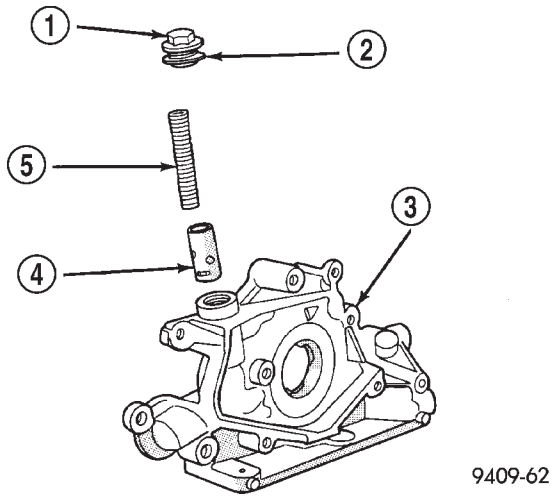

Abb. 116 Überdruckventil
(1) Beim Ausbau des Überdruckventils ist wie folgt vorzugehen:
(2) Verschlußschraube herausdrehen und Dichtring abnehmen (Abb. 116).
ACHTUNG! Überdruckventil der Ölpumpe unbedingt wie in (Abb. 116) dargestellt einbauen, da es sonst zu erheblichen Beschädigungen kommen kann.
(3) Feder und Überdruckventil herausnehmen (Abb. 116).
(4) Befestigungsschrauben des Ölpumpendeckels herausdrehen und Deckel abnehmen.
(5) Pumpenräder herausnehmen.